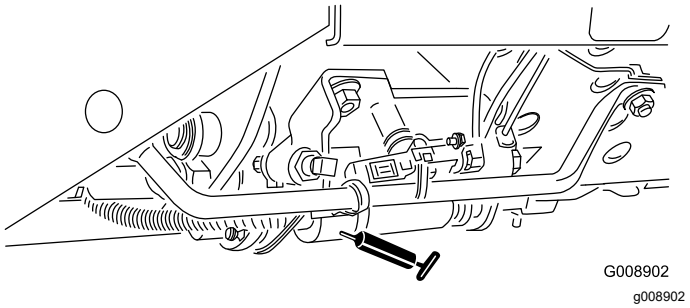

Figur 46
- Skjutreglage för klippning/transport (Figur 46)